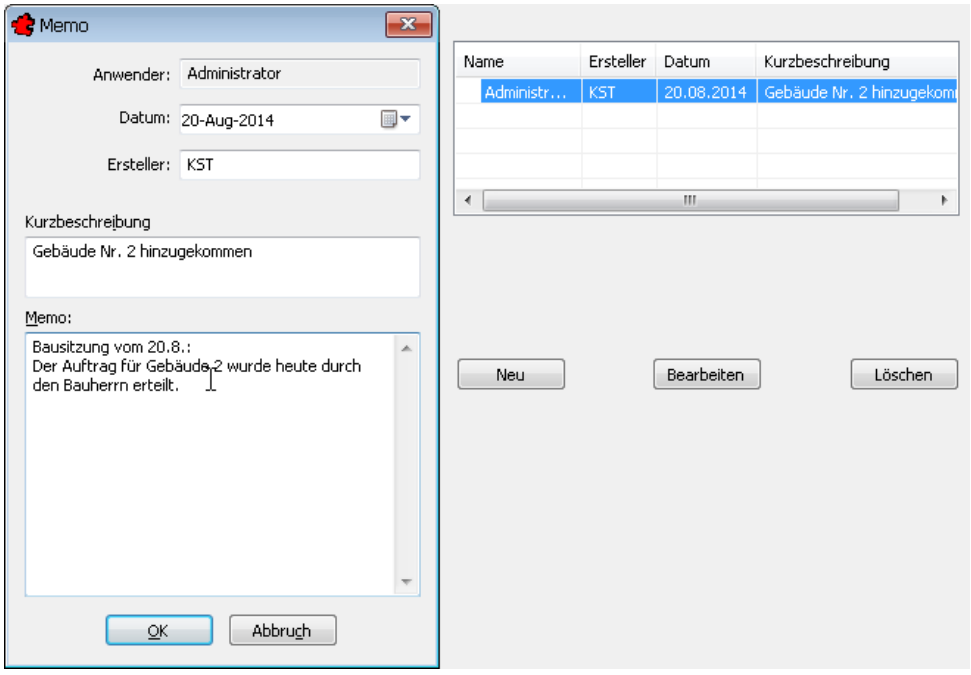

Bild 16.19 – Das Dialogfeld *Memo* zur Erstellung der Einträge.
Der Abschnitt *Memo* erlaubt die Eingabe einer beliebigen Anzahl von Memo-Texten (Abb. 16.19, rechts). In der Hauptliste erkennen Sie anhand der Zahl *n,* wie viele Einträge bereits existieren – *Memo(1)* bedeutet also, dass genau *ein* Eintrag vorhanden ist.
- Über die Schaltfläche *Neu* wird die Dialogbox *Memo* geöffnet (Abb. 16.19, links).